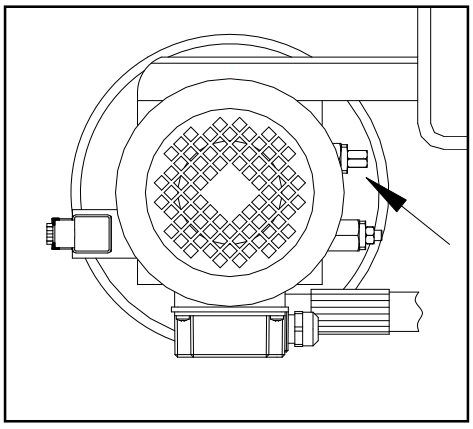

Fig. 11
• La valvola di massima pressione (Fig. 11), situata sulla centralina idraulica, interviene in caso di sovraccarico del ponte.